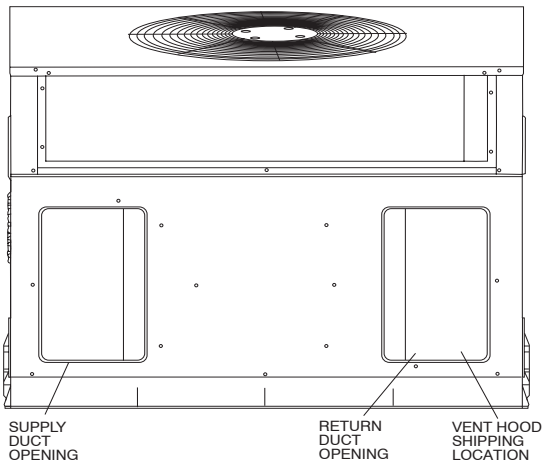

Fig. 9 - Supply and Return Duct Opening
The flue assembly is secured and shipped in the return air duct. Remove duct cover to locate the assembly (See Fig. 9 and 10).
2. Remove flue hood from shipping location (inside the return section of the blower compartment-see Fig. 9 & 10). Remove the return duct cover to locate the flue hood. Place flue